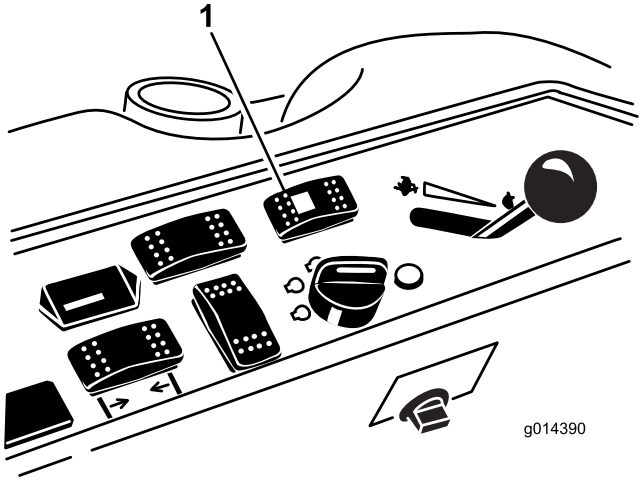

Figur 52
1. Skyv styringsvelgerbryteren bakover (firehjulsstyring) stilling (Figur 52).